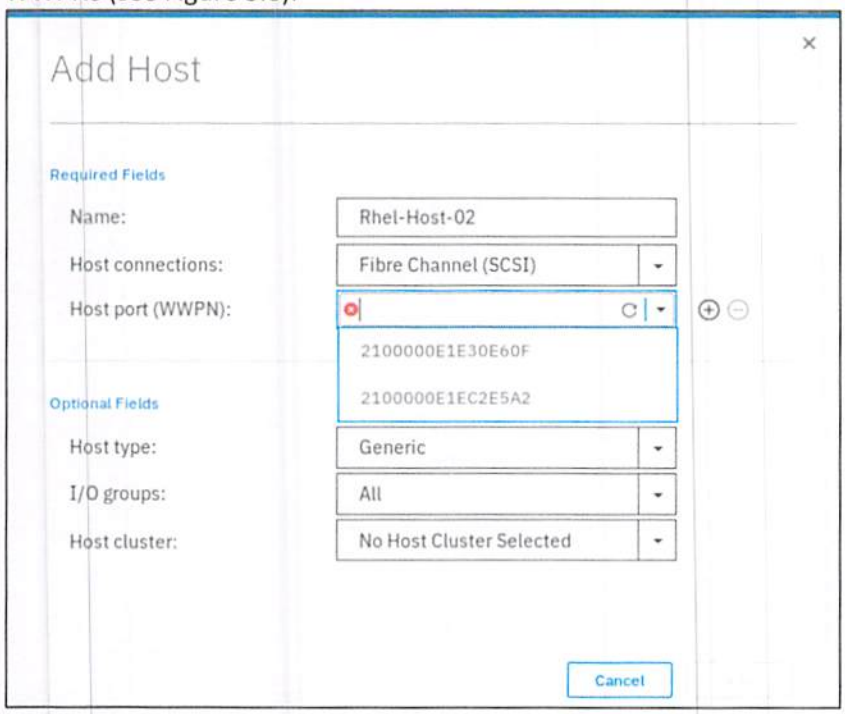

Figure 3.6 Available WWPNs
2. Enter a host name and click the **Host port** drop-down list to get a list of all known WWPNs (see Figure 3.6).